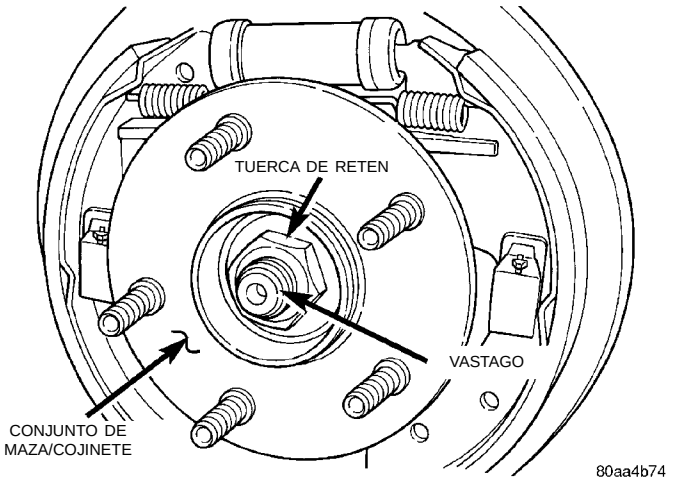
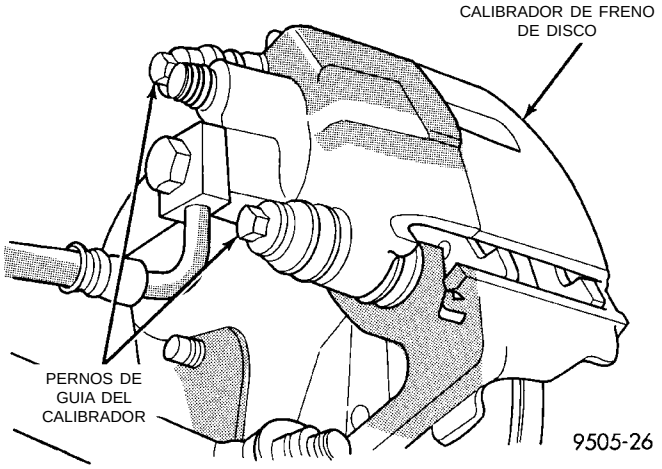

Fig. 99 Tuerca de retén del conjunto de maza/ cojinete
Fig. 100 Pernos de guía del calibrador
(5) Retire la tuerca de retén (Fig. 99) que fija el conjunto de maza/cojinete en el vástago trasero.
(6) Retire el conjunto de maza/cojinete del vástago trasero. Para ello, tire del extremo del vástago con la mano.
(1) Emplace el conjunto de maza/cojinete en el vástago trasero.
(2) Instale **una tuerca de maza nueva** (Fig. 99) y apriétela con una torsión de 217 N·m (160 lbs. pie).
(3) Instale la tapa guardapolvo en el conjunto de maza/cojinete con un martillo de metal blando.
(4) En los vehículos con freno de tambor instalado, monte el tambor de freno en el conjunto de maza/cojinete. En el caso de vehículos con frenos de disco traseros instalados, monte el rotor en el conjunto de maza/cojinete.
(5) En los vehículos con frenos de disco instalados, monte el calibrador de freno de disco en el adaptador. Instale los dos pernos de guía (Fig. 100) que fijan el